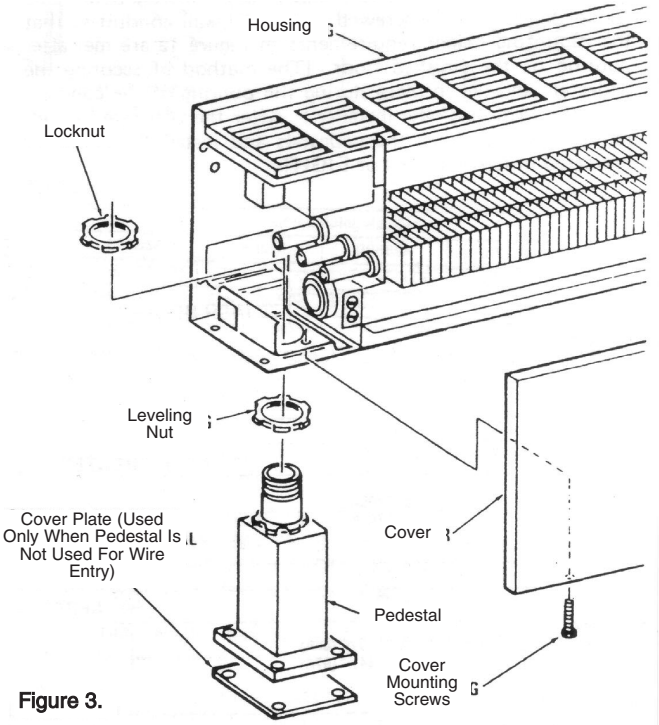

Figure 3.
Note: When pedestal is not used for wire entry, pedestal base must be covered with cover plate (supplied with pedestal). See Figure 3.
1. Remove front cover by removing mounting screws (Fig. 3)
6. Replace front cover and secure with mounting screws. (See Figure 3.)
1. Remove front cover by removing mounting screws (Figure 3.)
6. Replace front covers, and secure with mounting screws. (Figure 3.)